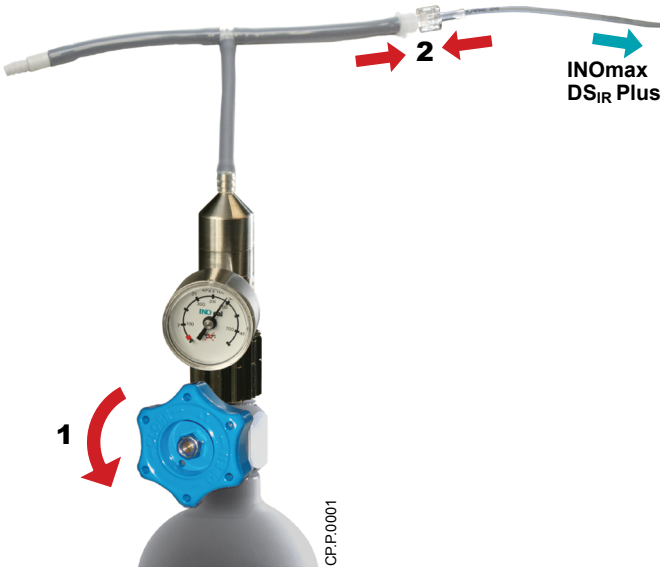

Figure 5-22 High NO_2 Calibration setup
13. Turn the INOcal cylinder valve handle counter-clockwise at least one full turn to open the cylinder (see **1**, Figure 5-22).